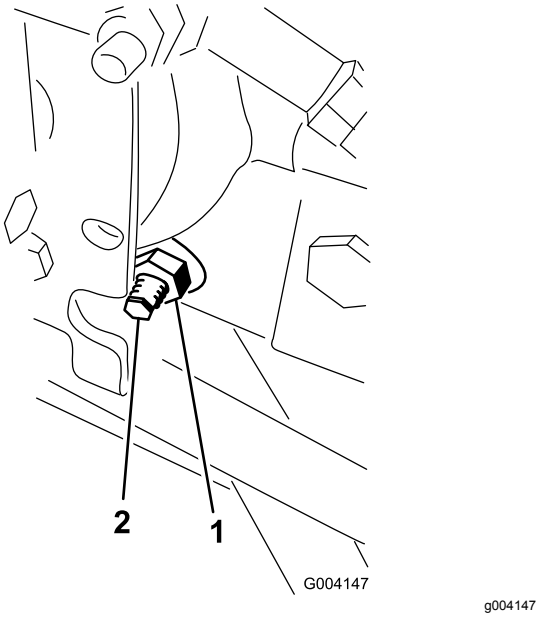

**Figur 63**
3. På den høyre siden av hydrostaten løsner du festeskruen på trekkjusteringskammen (Figur 63).